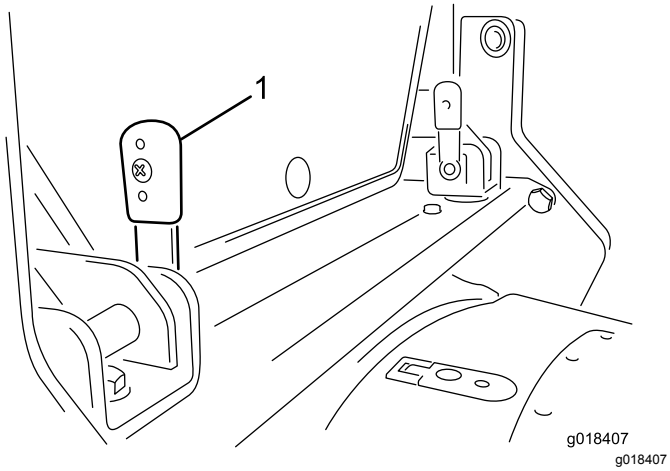

Figuur 20
1. Verwijder de R-clips en draai de 2 borghendels op de dwarsstang achteraan de cabine omhoog (Figuur 20).
3. Duw de verticale hendels (Figuur 20) door de beugels.